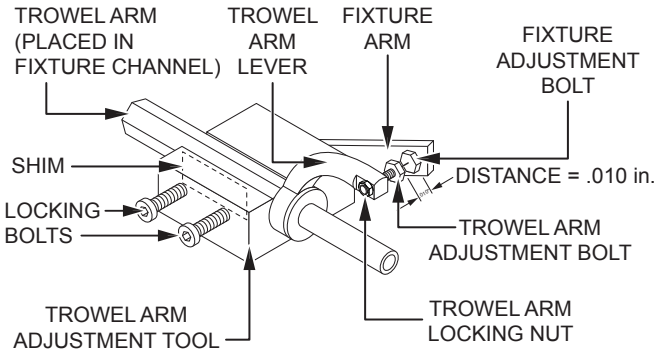

Figure 73. Trowel Arm Adjustment
1. Unscrew the locking bolts on the adjustment tool and place a trowel arm (with lever attached) into the fixture channel as shown in Figure 73.
3. A thin shim (Figure 73) may be required to cover the blade holes on the trowel arm. Be sure to align the trowel arm adjustment bolt with the fixture adjustment bolt.
4. Tighten the locking bolts (Figure 73) to secure the trowel arm in place.
5. Adjust the bolt distance shown in Figure 73 to match one of the arms. The other arms will be adjusted to match this distance.